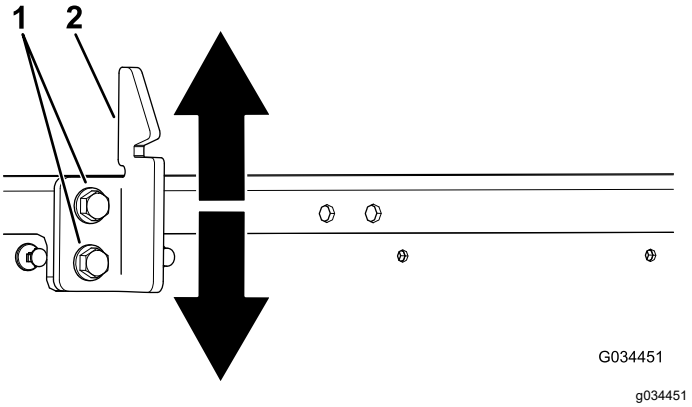

Figuur 64
3. Zet de 2 bouten op het stootvlak van de laadbakgrendel los en zet het stootvlak zoals vereist naar boven of naar beneden (Figuur 64).
4. Draai de 2 bouten van het stootvlak van de laadbakgrendel vast (Figuur 64).